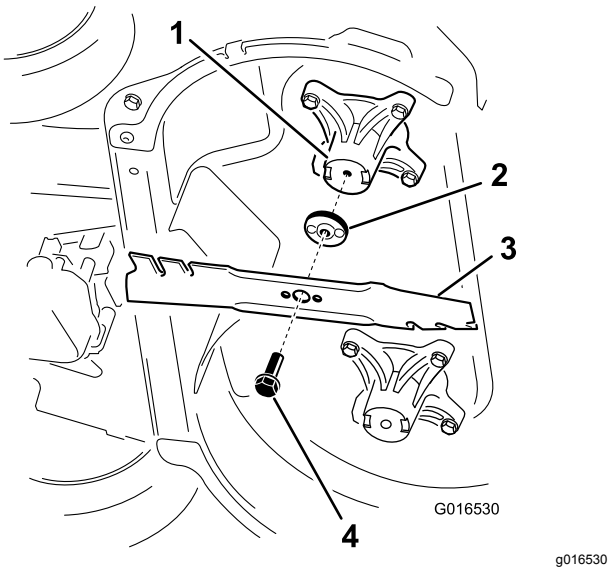

Figur 45
2. Fjern hver kniv som vist i Figur 45.
1. Monter den første kniv, således at den er vandret, sammen med alle monteringsdelene som vist i Figur 45.